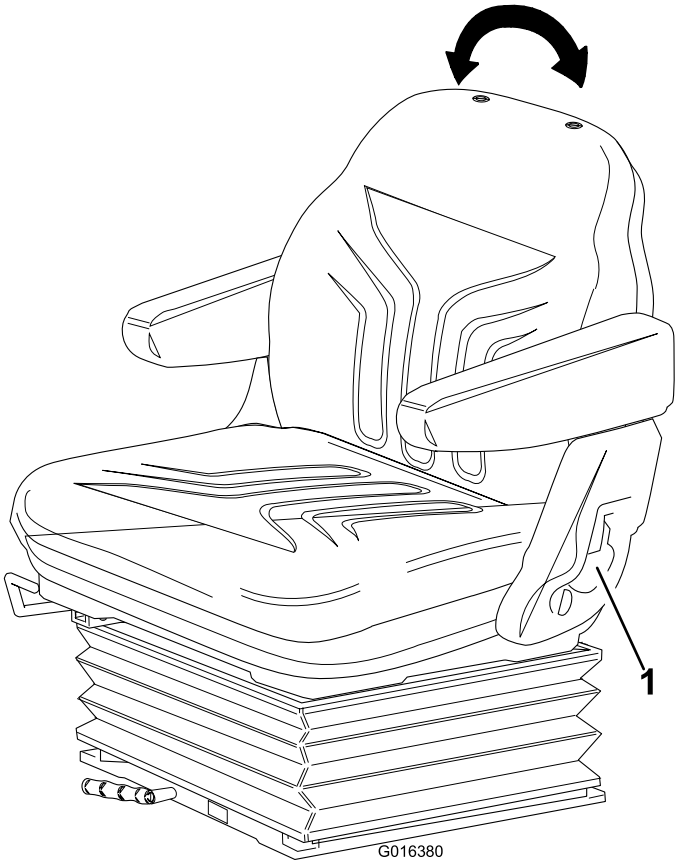

Rysunek 14
- **Regulacja oparcia:** Pociągnij uchwyt w kierunku do zewnątrz, aby ustawić kąt odchylenia oparcia. Zwolnij uchwyt, aby zablokować oparcie w ustawionej pozycji (Rysunek 14).